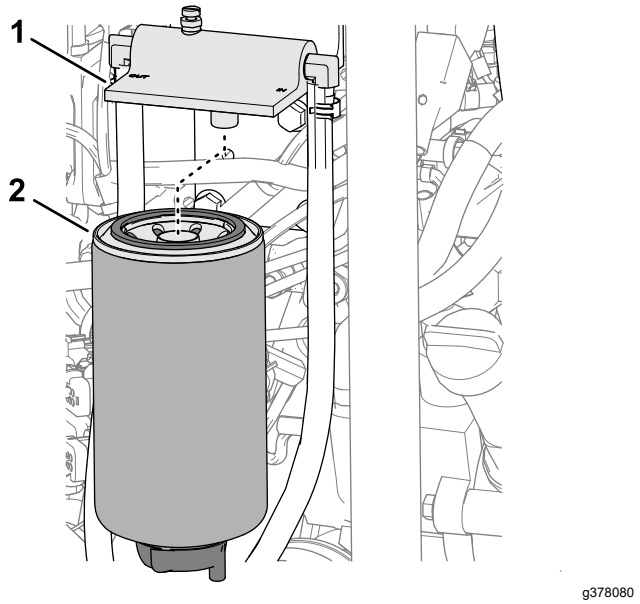

Figur 120
2. Rengør filterhovedet og filterskålen (Figur 120).